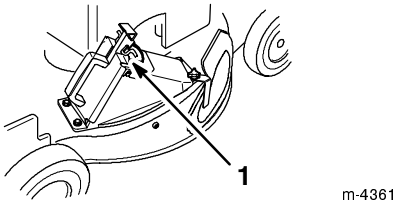

**Figure 54**
6. Release the door latch, allowing it to hook over the tabs on the plug (Fig. 54).